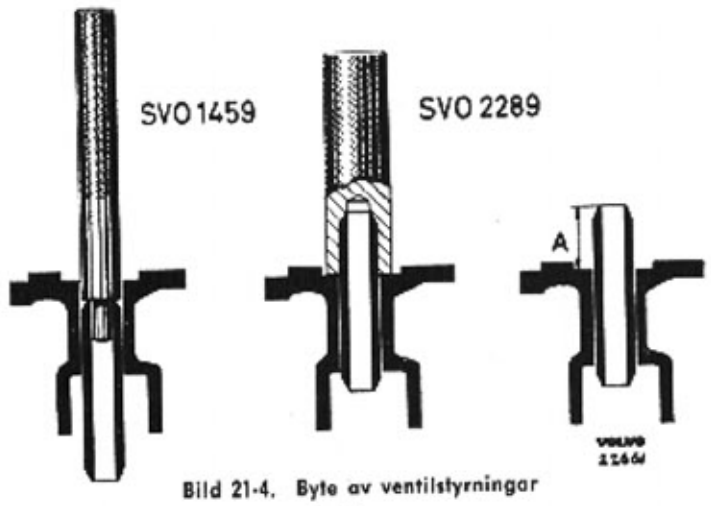

Bild 21-4. Byte av ventilstyrningar
2. Pressa i nya styrningar, använd dorn SVO 2289, som ger rätt ipressningsdjup. Se bild 21-4.